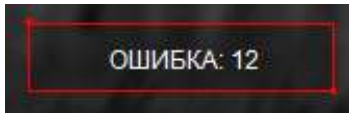

Рисунок 9 – Индикатор ошибки
- **Индикатор ошибки** – появляется в случае возникновения ошибки в процессе эксплуатации прицела (см. рис. 9) и выводит номер ошибки, позволяющий найти причину (см. Приложение 2).